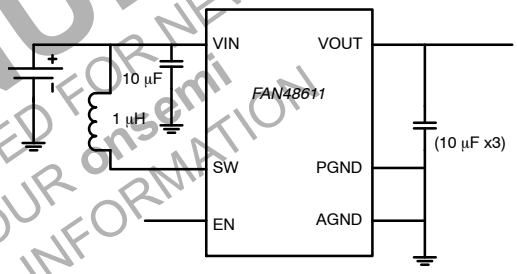

Figure 1. Typical Application
**ELECTRICAL CHARACTERISTICS** (Recommended operating conditions, unless otherwise noted, circuit per Figure 1, VOUT= 5.25 V, VIN = 2.7 V to 4.8 V, and TA = −40°C to 85°C. Typical values are given VIN = 3.7 V and TA = 25°C.)